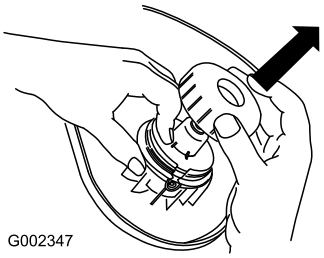

Figura 13
2. Togliete il coperchio e la bobina (Figura 13).